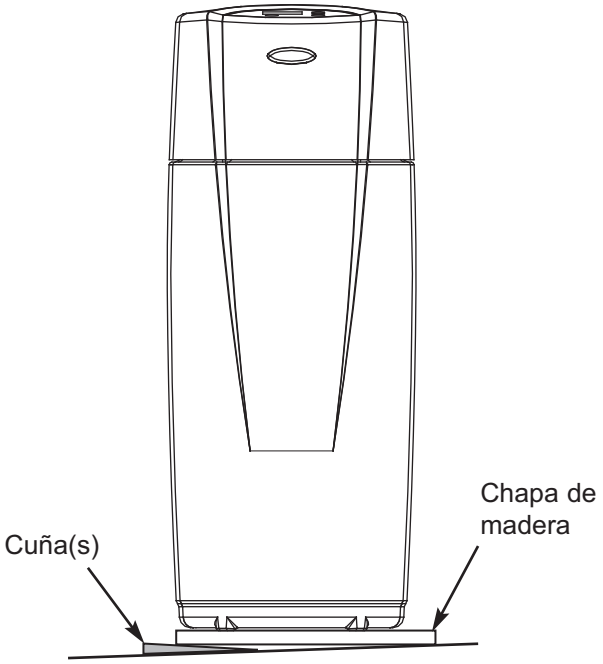

FIG. 8
1. Ponga el sistema central de filtrado de agua en la posición de instalación. Apóyelo sobre una superficie nivelada. Si es necesario, coloque la unidad sobre una chapa de madera de 5/8 pulg. (16 mm) de espesor como mínimo. Luego coloque cuñas debajo de la chapa para nivelar el sistema central de filtrado de agua (Vea la Fig. 8).